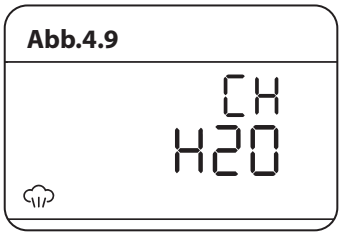

Abb.4.9
- Wechseln Sie das Wasser im Tank vor der Verwendung. Das Display erinnert Sie daran (**Abb.4.9**).
4. Berühren Sie die Start/Pause-Taste. Sie erhalten eine Mitteilung, wenn das Wasser im Tank zu wechseln ist (**Abb.4.9**). Siehe *'Wasserfüllstand' on page 22*. Wenn Sie bereits frisches Wasser verwenden, berühren Sie Start oder warten Sie.